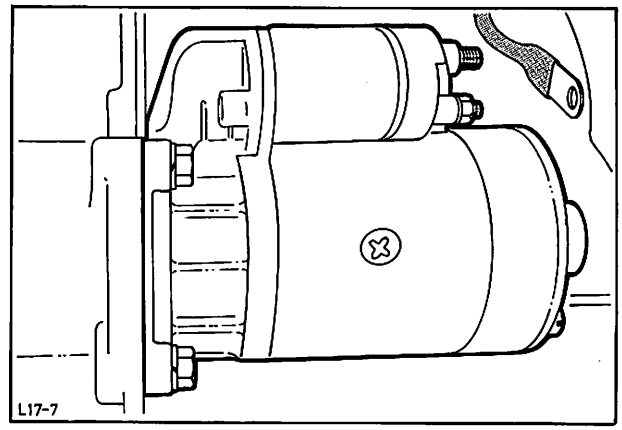

Abb. 18 Anlasser
5. Anlasserkabel abklemmen und Anlasser ausbauen. Abb. 18.